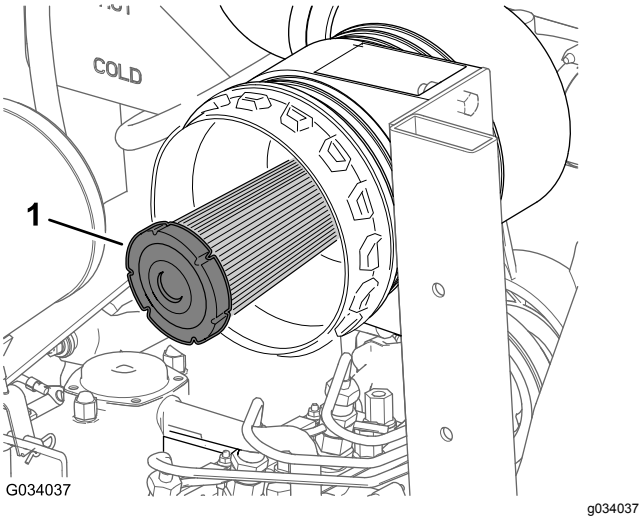

Figur 44
2. Kontrollera luftrenarens säkerhetsfilter med avseende på damm och skräp (Figur 44).
Viktigt: **Försök aldrig att rengöra säkerhetsfiltret (Figur 44). Byt ut säkerhetsfiltret mot ett nytt var tredje gång huvudfiltret servas.**